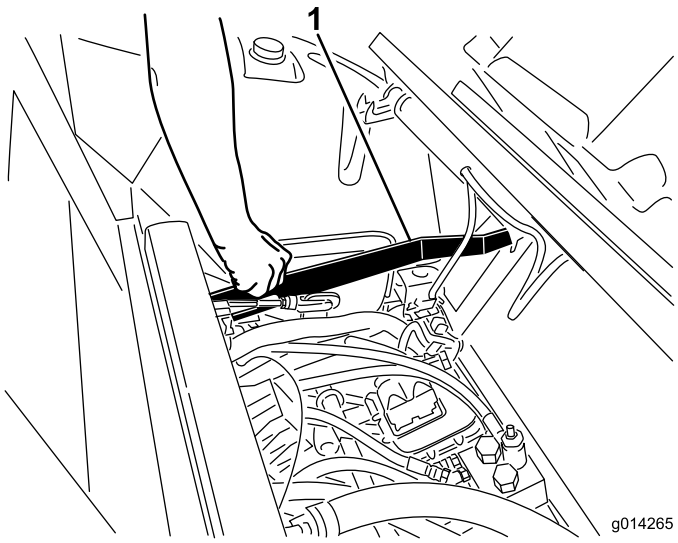

図 13
1. シートラッチのリリースバーを上に引いて運転席をロック位置に戻す（図 13）。